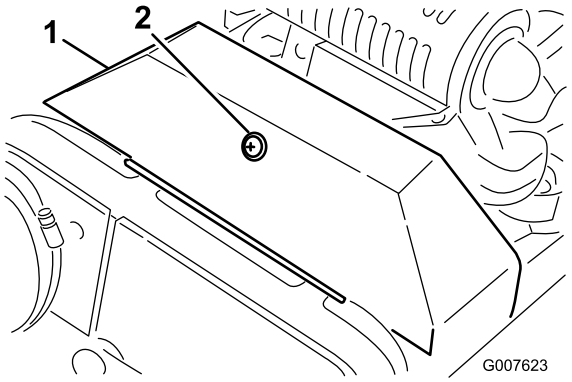

Figur 33
2. Løsne på holderen som fester V-remdekslet, og vri til dekslet åpner seg (Figur 33).